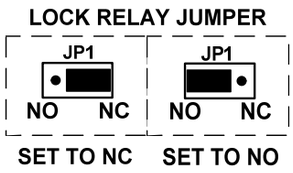

Figure 3
The CCM-1N-S lock relay output function can be set to operate either normally open (NO) or normally closed (NC) depending on the position of jumper "JP1" (see Figure 3). For fail secure lock operations the jumper must be in the "NO" position, for fail safe operation it must be set in the "NC" position.